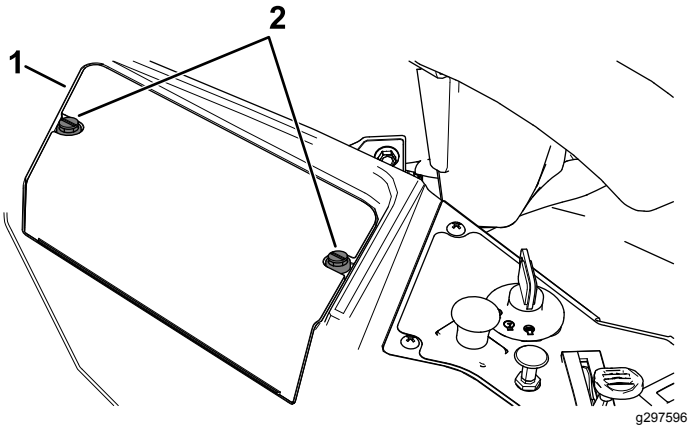

Figur 55
3. Vrid de två fästelementen på batterilocket motsols ett kvarts varv för att lossa dem och ta bort batterikåpan (Figur 55).
6. Montera batterikåpan genom att trycka ned och vrida de två fästelementen medurs (Figur 55).